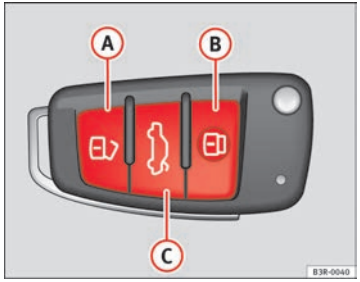

Fig. 78 Remote control key: Control buttons
– Press button (A) ⇒ fig. 78 for about 1 second.